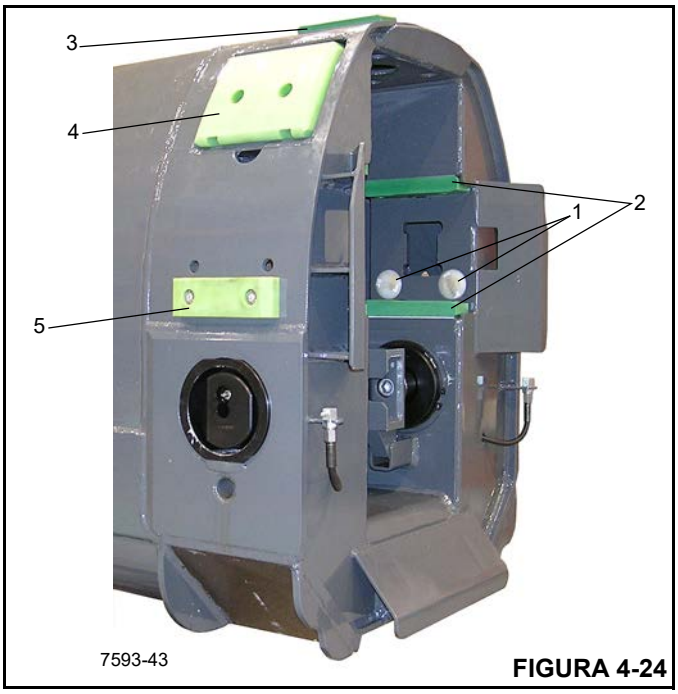

FIGURA 4-24
1. Instale as placas de botões redondos (1) (Figura 4-24) nos furos relacionados na parte traseira da seção.
2. Instale quatro dispositivos deslizantes (2) nos trilhos superiores e inferiores na área traseira da seção, calce conforme necessário. Observe a extremidade espessa de cada dispositivo deslizante. Instale dispositivos deslizantes de modo que as extremidades espessas fiquem opostas umas às outras e as extremidades finas estejam na traseira da seção. Use calços para obter uma folga entre as extremidades espessas de 6.73 a 6.74 pol. (171 mm).
4. Verifique cada uma das placas de desgaste externas dos cantos inferiores (4) (Figura 4-24), um parafuso com cabeça mantém uma placa em seu recuo. Coloque dois parafusos de trava nos furos na superfície curva de cada placa de desgaste e rosqueie-os para dentro da placa. Coloque as placas de desgaste no lugar nos cantos externos inferiores da seção com as duas fendas viradas para baixo para liberar os parafusos que seguram os dispositivos deslizantes.
5. Instale duas placas de desgaste inferiores (3) na parte inferior da seção com os calços e os parafusos com cabeça escareada. As placas de desgaste ficam na parte superior da seção de cabeça para baixo. Use calços conforme necessário para que as placas toquem levemente a parte interna inferior da seção 4 ao instalar a seção 5 dentro da seção 4.
6. Instale duas placas de desgaste externas laterais (5) nas laterais da seção com parafusos com cabeça. Use placas de desgaste de tamanho adequado, de modo que só encostem na parte interna da seção 4 ao instalar a seção 5 dentro da seção 4.